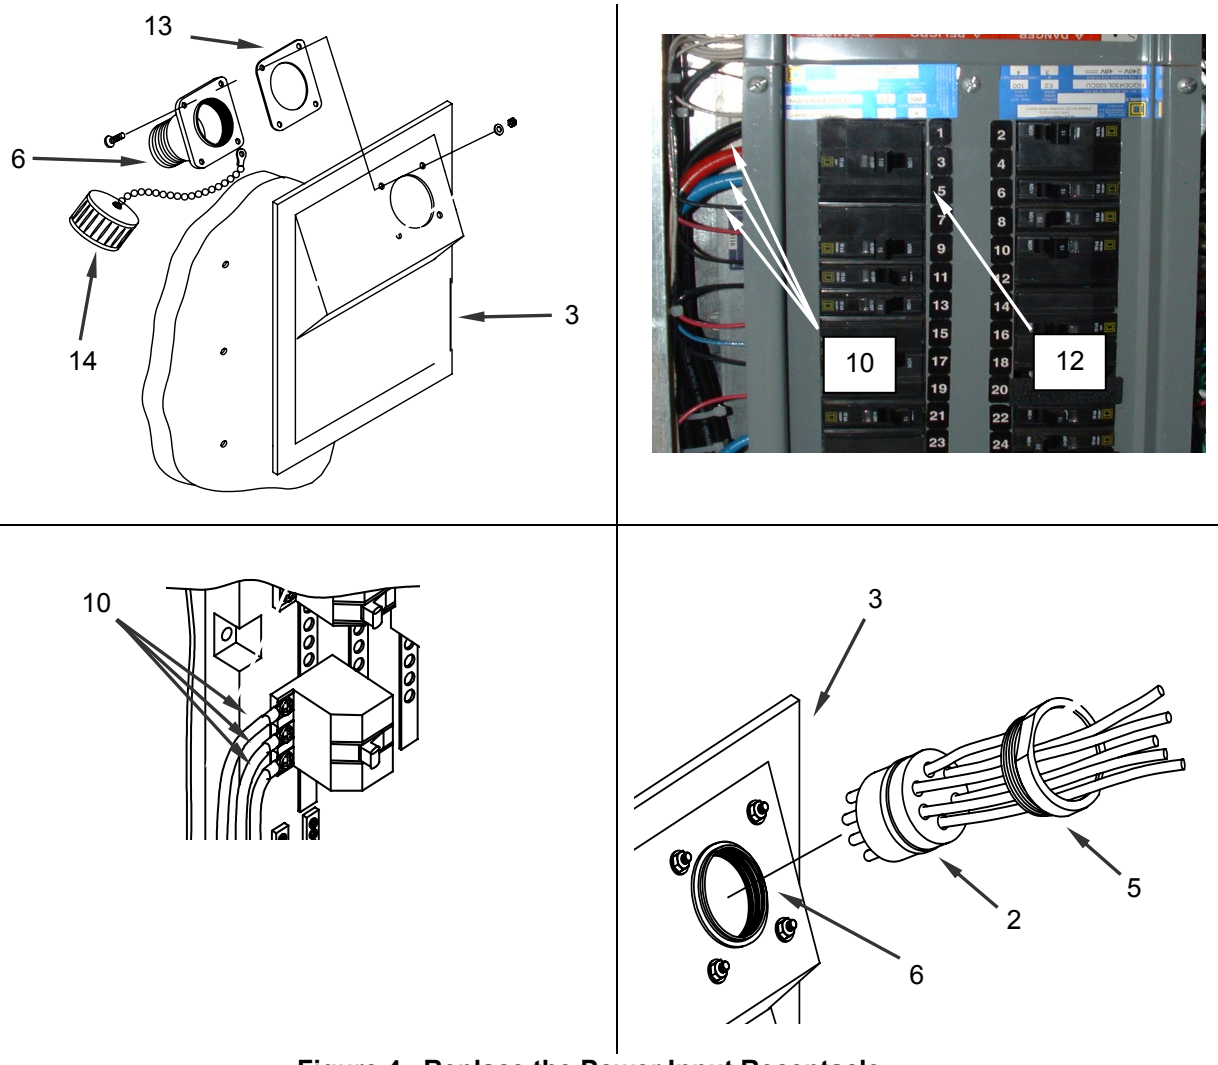

Figure 4. Replace the Power Input Receptacle.
6. Remove screws, washers and nuts securing the connector sleeve **(Figure 4, Item 6)**, gasket **(Figure 4, Item 13)** and dust cover **(Figure 4, Item 14)** to the power panel **(Figure 4, Item 3)**.
7. Tag and disconnect the wires **(Figure 4, Item 10)** from the main circuit breaker **(Figure 4, Item 12)**, if replacing the main power input connector, or from the dryer circuit breaker if replacing one of the dryer circuit breakers.
8. Install the replacement connector sleeve **(Figure 4, Item 6)**, gasket **(Figure 4, Item 13)** and dust cover **(Figure 4, Item 14)** to the power panel **(Figure 4, Item 3)**
9. From the rear of the power panel **(Figure 4, Item 3)**, push the replacement receptacle **(Figure 4, Item 2)** into the sleeve **(Figure 4, Item 6)** and secure with the retainer **(Figure 4, Item 5).**